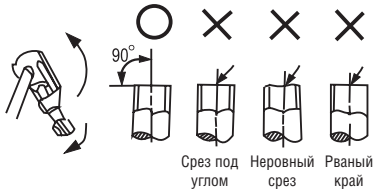

Рис. 6-4
• Обрежьте трубу труборезом (см. рис. 6-4)